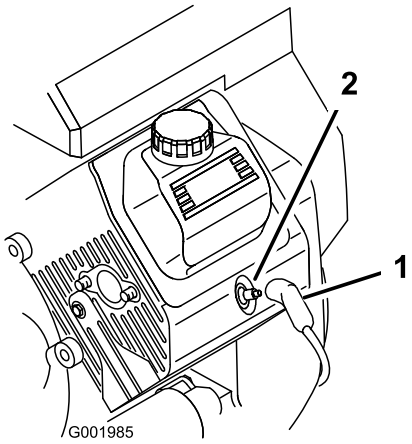

Figur 45
3. Dra av kablarna från tändstiften (Figur 45).
3. Skjut på kablarna på tändstiften (Figur 45).